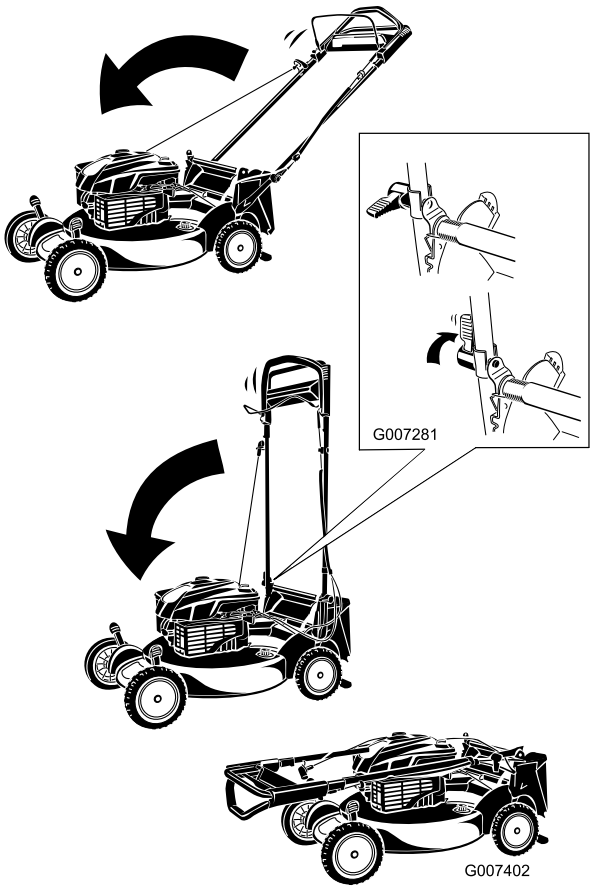

Figura 40
1. Doble el manillar hacia adelante (Figura 40).